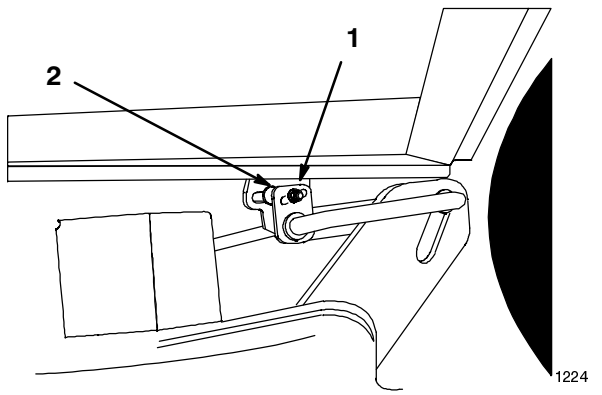

Figure 9
4. Desserrer le boulon de réglage d'un côté et tourner le support de suspension pour placer l'unité de coupe plus haut ou plus bas (Fig. 9).